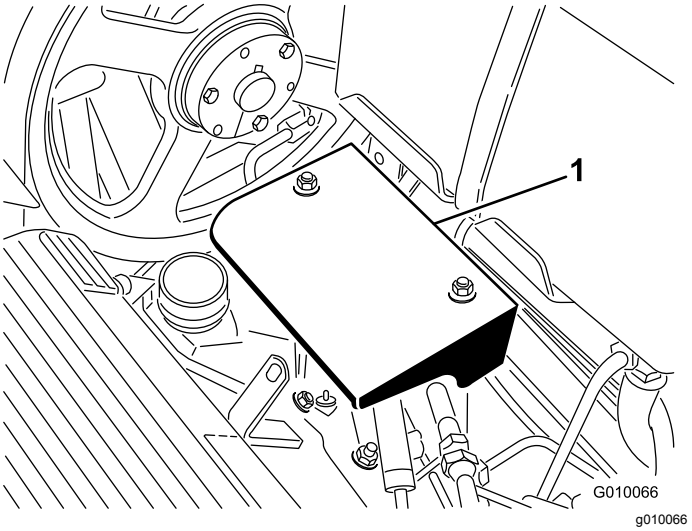

**Figur 57**
3. Ta bort pumpsköldens två monteringsmuttrar och ta bort skölden (Figur 57).